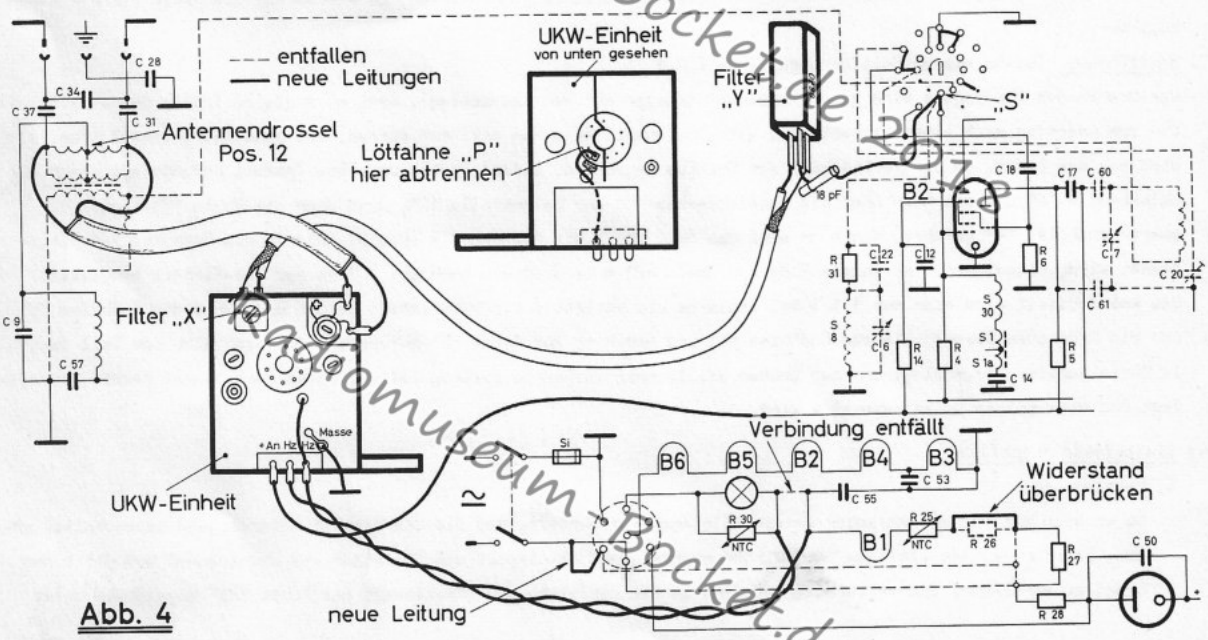

Abb. 4
Heizleitungen werden verdrillt und zwischen Skalenbeleuchtung und der Heizung der Röhre B1 (UF41) eingeschaltet. Die alte Verbindung zwischen Skalenbeleuchtung und Röhre B1 ist zu entfernen. Der übrige Heizkreis wird entsprechend Abb.4 umgeschaltet. Die Masseverbindung der UKW-Einheit ist direkt auf kürzestem Wege mit dem Chassis zu verbinden.
3. Der ZF-Ausgang wird über ein abgeschirmtes HF-Kabel (Pos.9) vom Filter der UKW-Einheit zum Linkfilter (Pos.4) auf dem Chassis geführt. Das Filter wird entsprechend Abb.4 angeschlossen und über einen keramischen Kondensator von 18 pF (Pos.13) mit dem freigewordenen Wellenschalterkontakt "S" verbunden.
Die Mittelanzapfung der Antennendrossel ist an den Kondensator C9 bzw. an die Spule S4 zu führen (siehe Abb.4).